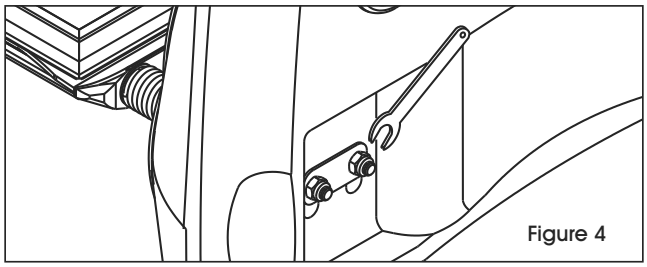

Figure 4
4. Use wrench to tighten nuts around screws until snug against washer. (See Figure 4)